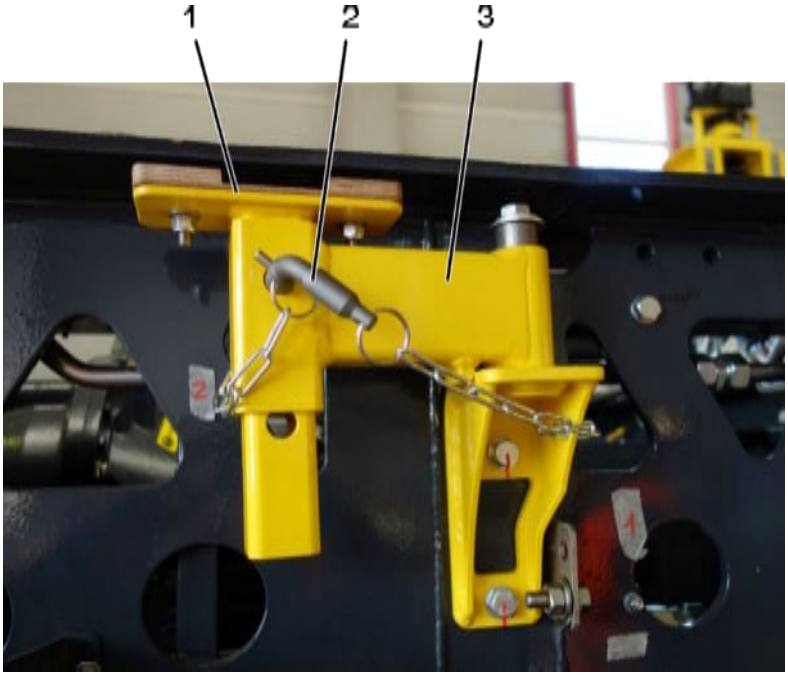

Fig. 128: Supporto per spezzoni di rotaia (ruotato verso l'interno, appoggio non in posizione di carico)
Portare il supporto per spezzoni di rotaia in posizione di carico (nella parte ribassata del ponte di carico), sollevando il braccio, cfr. Fig. 128 (3) e ruotandolo di 90°.